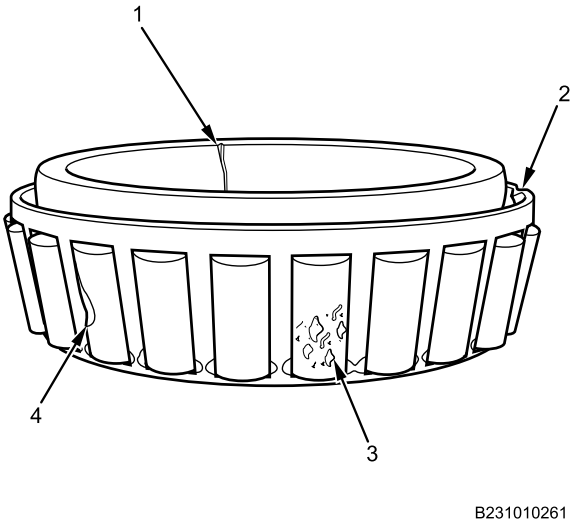

Figure 6. Bearing Cone Cage Inspection.
2. Inspect bearing cone center for cracks (Figure 6, Item 1), cage damage (Figure 6, Item 2), pitting (Figure 6, Item 3) or spalling (Figure 6, Item 4). Replace bearing cone cage if any damage or wear is found.